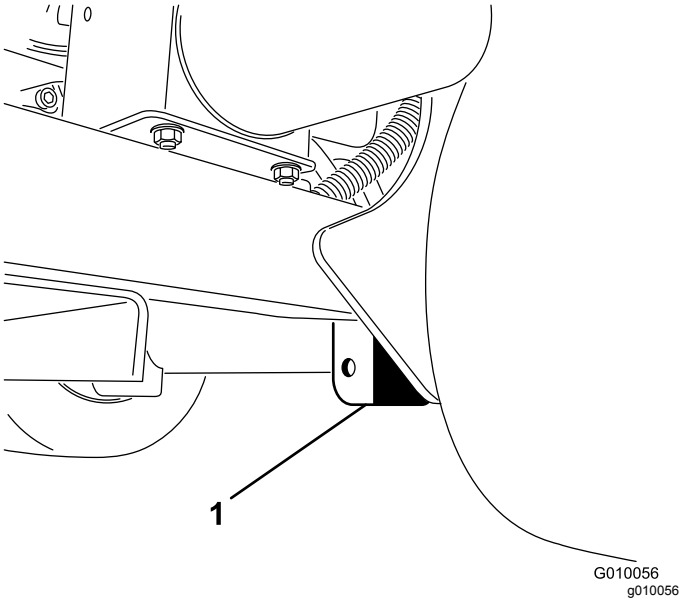

Figuur 42
3. Plaats de krik stevig onder het frameplaat net aan de binnenkant van het achterwiel (Figuur 42).